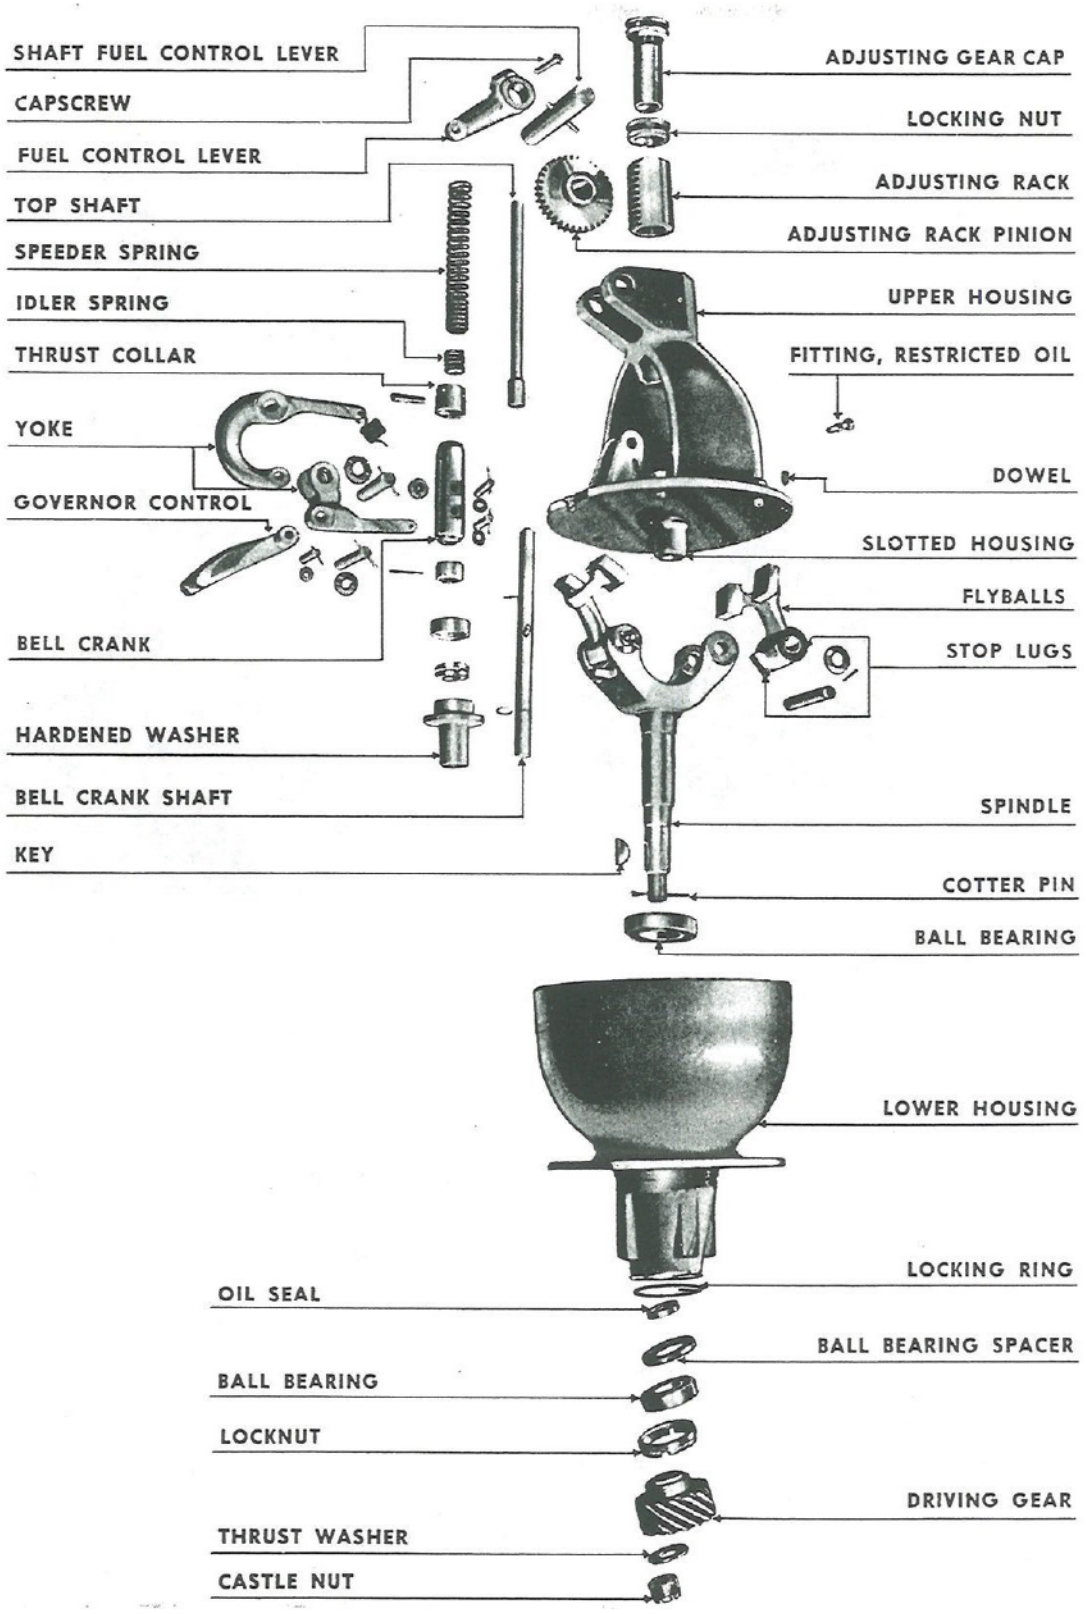

Fig. 140. Fuel Governor Parts (Mechanical)
b. To disassemble the governor, disconnect the linkage for the fuel throttle and the fuel control shaft, as shown in Fig. 140, and remove the four capscrews holding it to the engine.